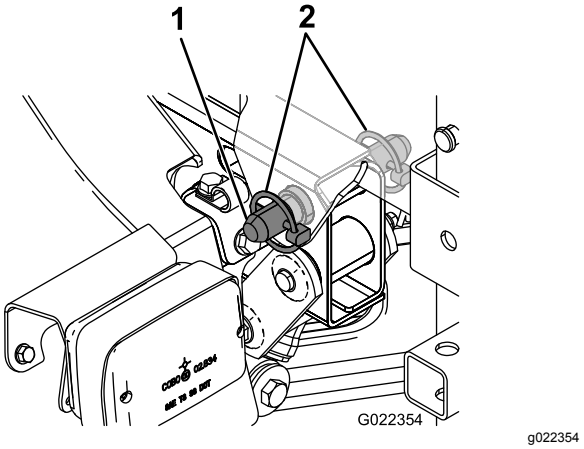

Figur 11
6. Rikta in tappfästet baktill på tankplattformen med öppningen i änden av fordonsramen (Figur 11).
7. Montera en konisk sprintbult och två hjulsprintar vid tappfästet så att tankplattformen hålls fast mot ramen (Figur 11).